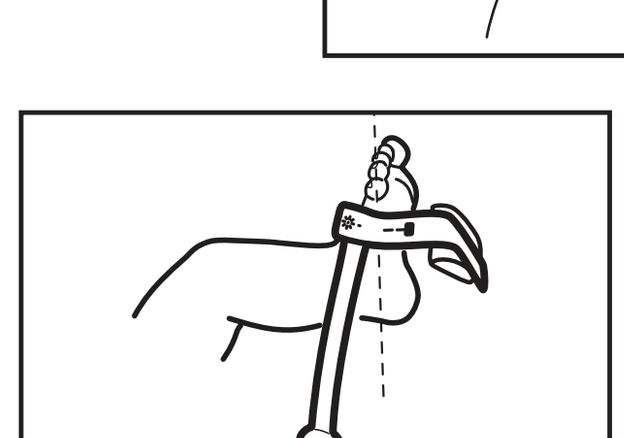

Fig. 3a
1. Consulte la **Fig. 3a.** Oriente el cable del sensor hacia el tobillo (o la muñeca). Coloque el sensor alrededor del aspecto lateral del pie (o la mano), alineado con el cuarto dedo del pie (o de la mano). Es necesario que la ventana del detector quede completamente cubierta para garantizar la obtención de datos precisos.